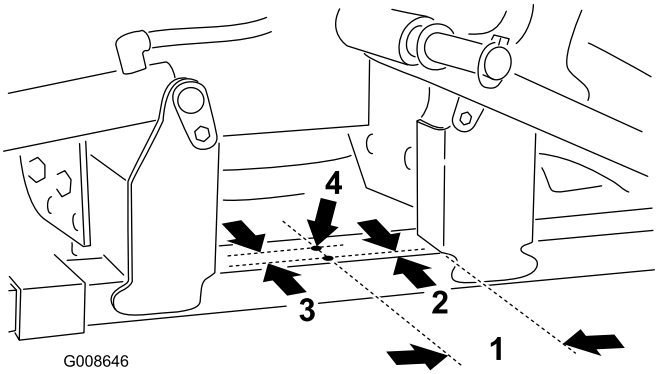

Figure 3
5. Using the dimensions shown in Figure 3, locate, mark and drill (2) 7/32 inch diameter holes in the top of the front frame tube.